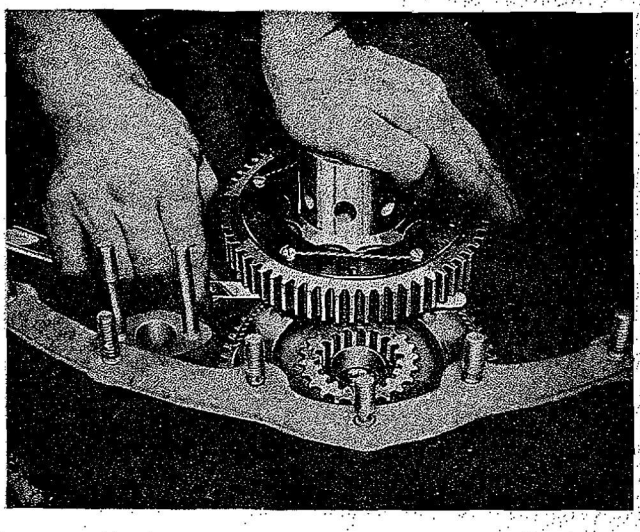

Figure 194—Checking Accessory Drive and High Ratio Clutch Gear Clearance
p. Measure the clearance between the front face of the accessory drive gear and the rear face of the high-speed clutch gear, using a feeler gage, with both gears in the extreme forward position. Refer to Figure 194. Record this measurement for later use in determining the minimum clearance which could exist between